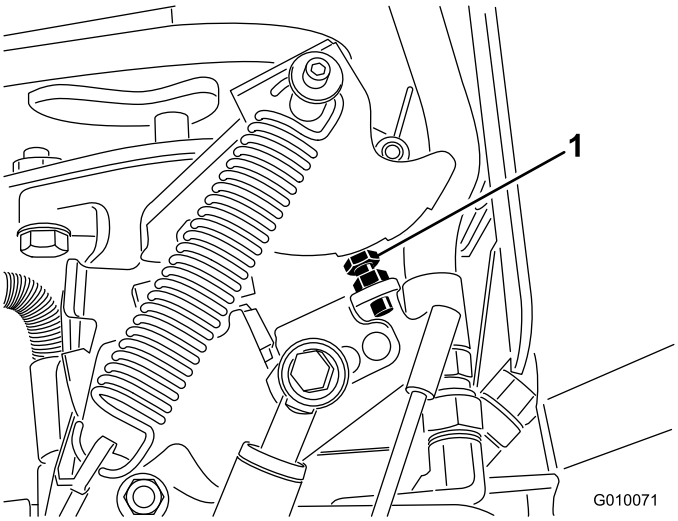

Rysunek 66
5. Jeśli potrzebna jest regulacja, przykręć śrubę zderzaka pompy (Rysunek 66) bliżej płyty zderzaka, aby zmniejszyć odstępy otworów, lub odkręć śrubę zderzaka dalej od płyty zderzaka, aby zwiększyć odstępy otworów.